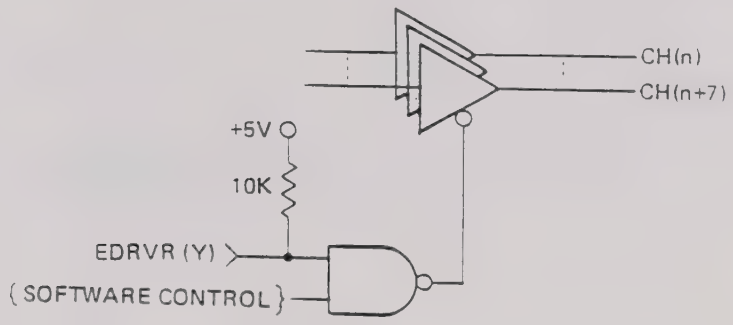

Figure 3-2, 1260-14 Tri-State Control
3.2.4 When operating as an output, the port may be tri-stated under either software or hardware control, as shown in Figure 3-2. If the EDRVR(n) signal is not tied to a logic level via the user interface, internal pull-up resistors act to enable the drivers for port (n).